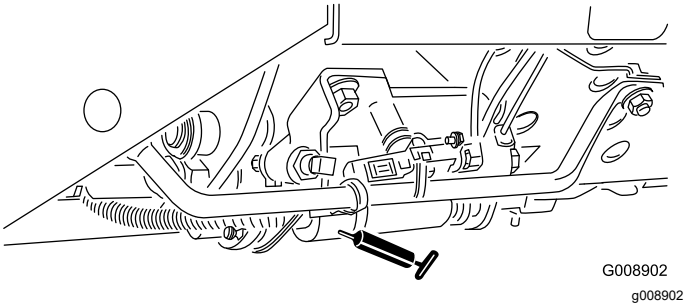

Figur 46
- Klippe-/transportpedal (Figur 46)